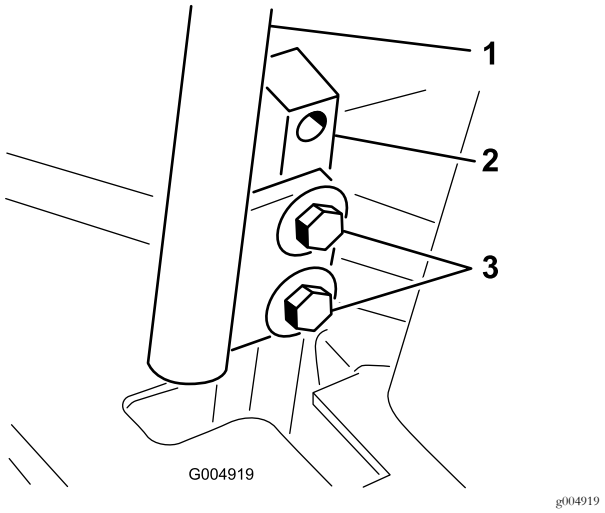

Figur 59
3. Lossa skruvarna som håller fast rörelsereglagen (Figur 59).